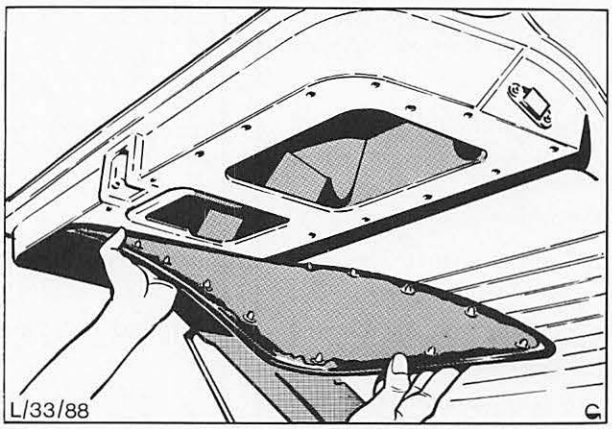

Abb. 25 Rückwandtürverkleidung abbauen
3. Rückwandtürverkleidung aus den Klammern lösen und abbauen, Abb. 25.